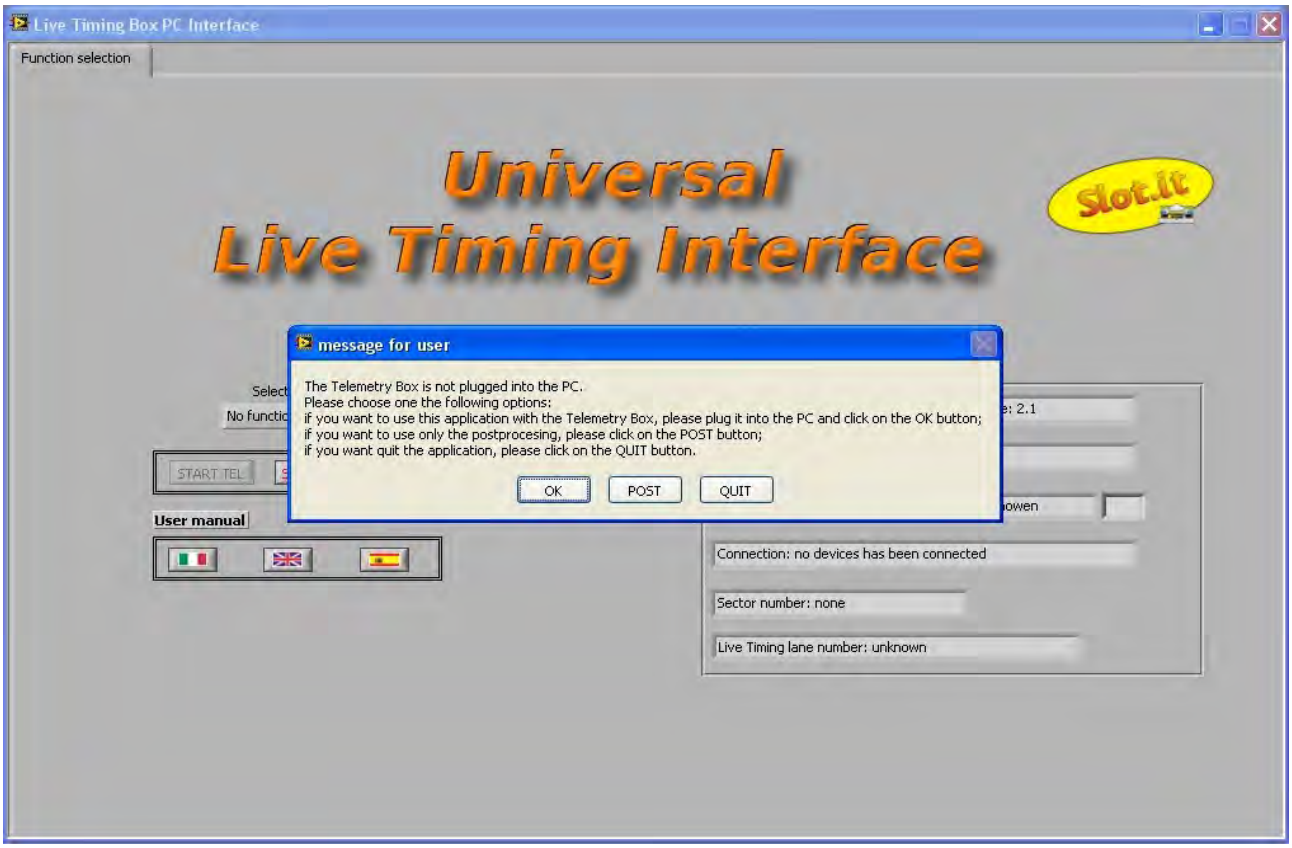

Figure 38: starting windows Live Timing Box PC Interface with no Universal Live Timing Box connection.
If no *Universal Live Timing Box* (figure 38) is connected, connect the *Universal Live Timing Box* to the PC and push "OK".
- *"no box"*: no *Universal Live Timing Box* is connected to the PC (the situation is the one of figure 38);